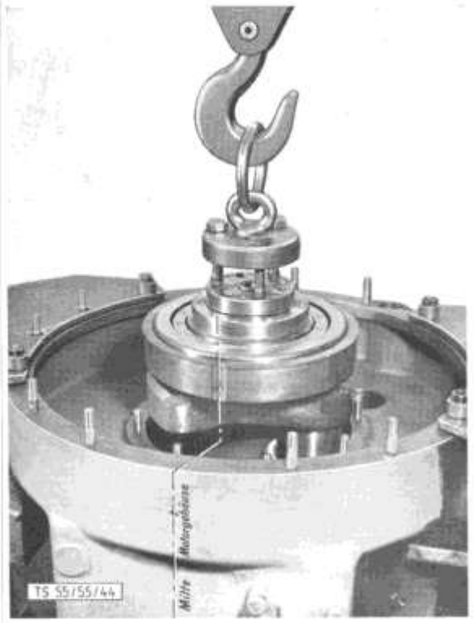
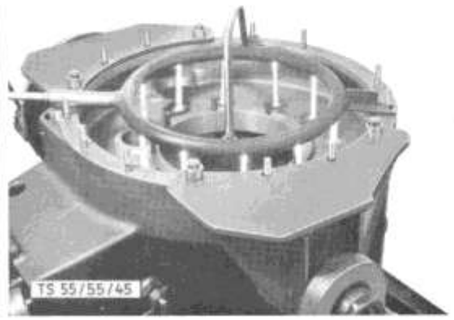

Bild 45: **Einführen der Kurbelwelle (Ölrücklaufnute nach unten)**
Bild 46: **Vorwärmen der rückwärtigen Gehäusewand**
5. Rückwärtige Gehäusewand des Motorgehäuses gleichmäßig rundherum auf ca. 60—70° vorwärmen (Bild 46) und Kurbelwelle (Bild 45) mittels des Kranes von oben hineinsetzen. Dabei ist zu beachten:
a) daß die Ölrücklaufausnehmung der Lagerbüchse nach unten (Gehäusemitte) zu liegen kommt (Bild 45);